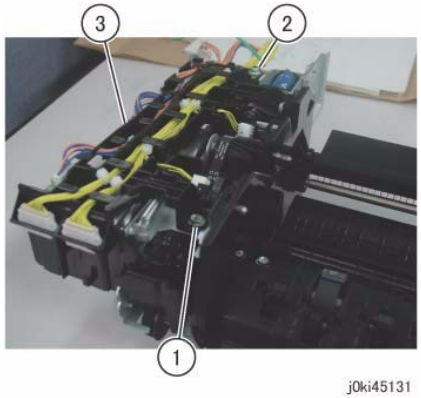

Figure 5 Remove the wire harness from the Harness Guide
14. Remove the Harness Guide and the wire harness. (Figure 5)